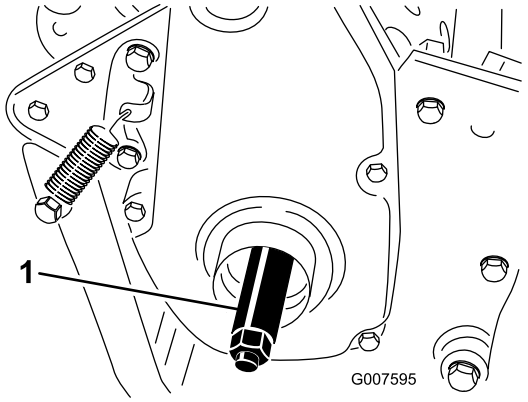

Figur 8
3. Trä på den högra hjulaxeln på drivskivan på maskinens högra sida (Figur 8).